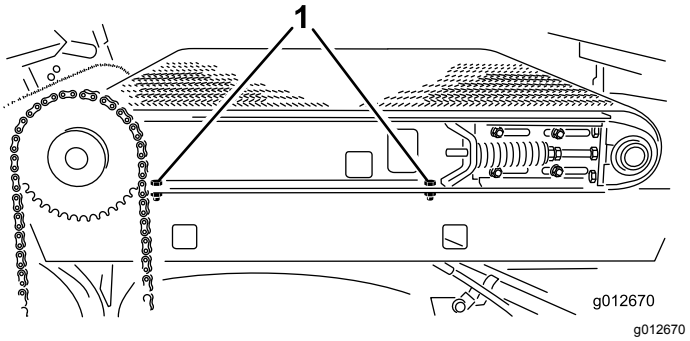

Figur 31
2. Dra åt de två huvudskruvarna på maskinens högra sida som fäster glidflaksskenan vid det högra stänkskyddet (Figur 31).